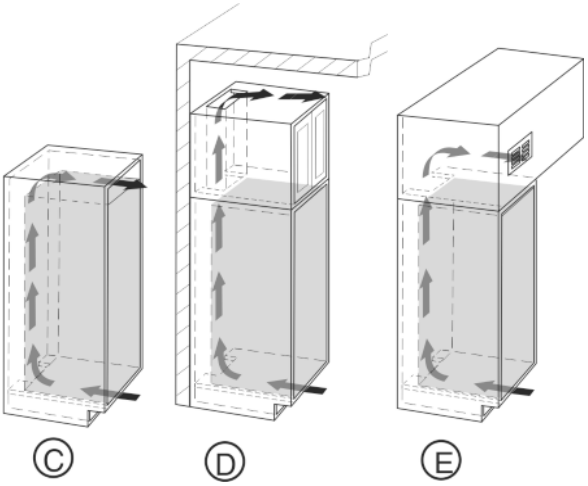

Fig. 4
- Zgornji prezračevalni prerez je lahko izvedena neposredno nad aparatom z opcijsko prezračevalno rešetko *Fig. 4 (C)*, v bližini stropa nad pohištvom *Fig. 4 (D)* ali kot odzračevalna odprtina v vmesnem stropu *Fig. 4 (E)*.